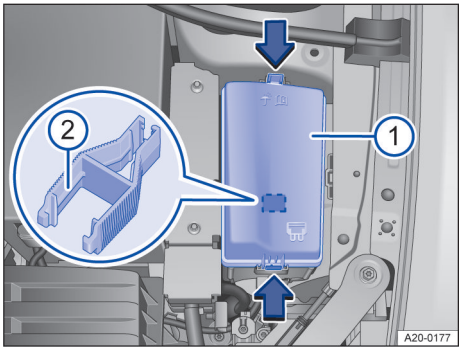

Fig. 181 Dans le compartiment-moteur : boîte à fusibles avec pince en plastique
2. Poussez les dispositifs de verrouillage dans le sens des flèches → fig. 181 pour déverrouiller le cache de la boîte à fusibles → fig. 181 ①.
Une pince en plastique servant à retirer les fusibles peut se trouver dans la boîte à fusibles → fig. 181 ②. ◁